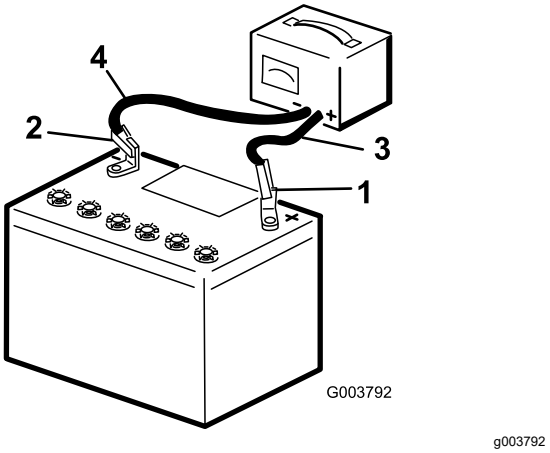

Figuur 33
2. Laad de accu 10 tot 15 minuten op bij 25 tot 30 A of 30 minuten bij 4 tot 6 A (Figuur 33). De accu niet te ver opladen.
3. Zodra de accu volledig is opgeladen, haalt u de acculader uit het stopcontact en maakt u vervolgens de oplaadkabels los van de accuklemmen (Figuur 33).